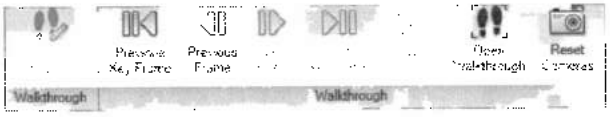

Рис. 5.20. *Раздел* ***Walkthrough*** *на ленте при редактировании траектории съемки*
2. На ленте в разделе **Walkthrough** выбрать команду **Edit Walkthrough** (Редактировать траекторию). Раздел **Walkthrough** примет вид, показанный на рис. 5.20.